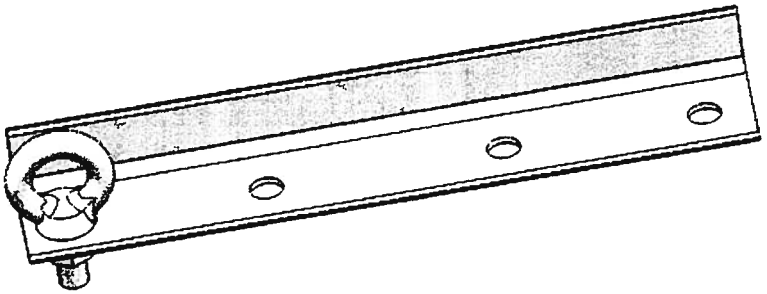

Figura 10 Conjunto de elevación
2) Instale la herramienta de elevación (Figura 10), un juego para cada producto;